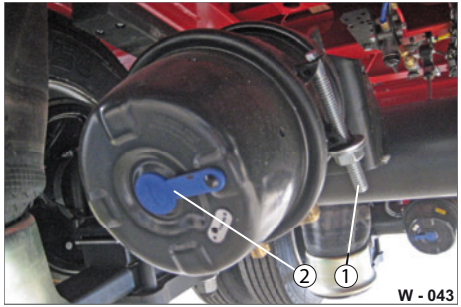

Abb. 46 Federspeicher-Membranzylinder
Die Löseschraube (Abb. 46/1) ist im Fahrzustand des Anhängers in einer hierfür vorgesehenen Lagerung befestigt.
Die Verschlusskappe (Abb. 46/2) schließt die Bohrung am Deckel des Federspeicher-Membranzylinders.
- ▶ Befestigen Sie die Löseschraube am Membranzylinder in der hierfür vorgesehenen Lagerung (siehe Abb. 46).
- ▶ Verschließen Sie die Bohrung mit der Verschlusskappe (Abb. 46/2).